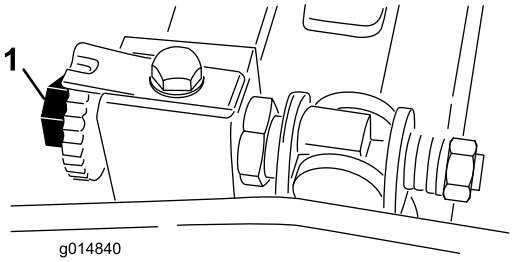
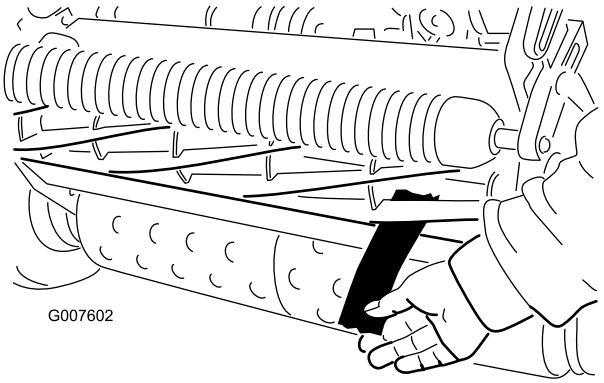

Figure 45
Figure 46
2. Ensure that the reel contact is removed by turning the bedbar adjusting screws counterclockwise (Figure 45).
4. On one end of the front side of the reel, insert a long strip of newspaper between the reel and bedknife (Figure 46). While slowly rotating the reel forward, turn the bedbar adjusting screw clockwise (on the same end of the reel, one click at a time, until the paper is pinched lightly, when inserted from the front, parallel to the bedknife, which results in a slight drag when paper is pulled (Figure 45).
6. After the adjustment is accomplished, check to see if the reel can pinch paper when inserted from the front and cut paper when inserted at a right angle to the bedknife (Figure 46). It should be possible to cut paper with minimum contact between the bedknife and the reel blades. Should excessive reel drag be evident (more than 0.79 N-m (7 inch-lb)), either backlap or grind the cutting unit to achieve the sharp edges needed for precision cutting; refer to the *Toro Reel Sharpening Manual*.